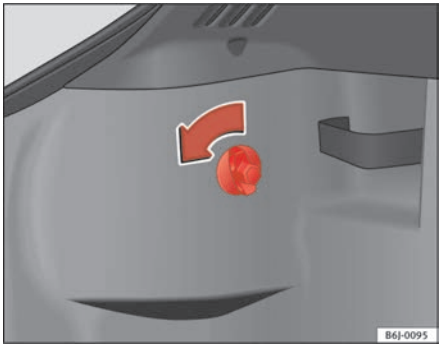

Fig. 156 Access to rear lights
– Turn the bolt in the direction of the arrow, by hand or with the a screwdriver ⇒ fig. 156. ▶